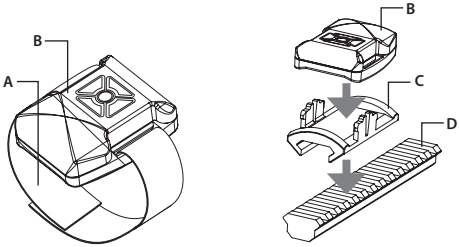

FIGURE 3-14. ADVANCED WIRELESS REMOTE CONTROL
Using the supplied Velcro tape (A, Figure 3-14), fasten the remote control (B) to your weapon in an easily accessible place (e.g., on the front of the rifle stock).